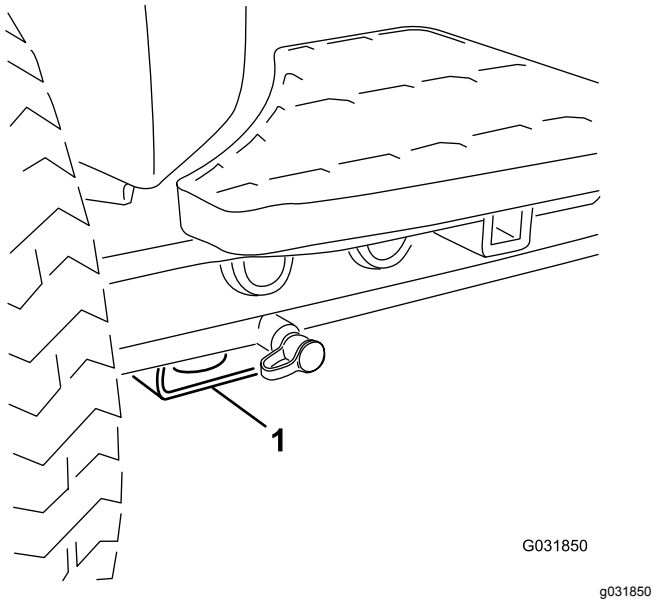

Figur 41
- For – rektangulær plade, under akselrøret, indvendigt i forhold til hvert fordæk (Figur 41).